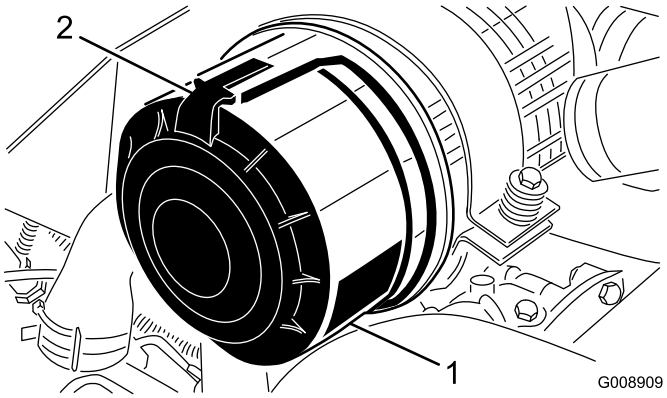

Figur 43
1. Lossa spärrhakarna som håller fast luftrenarkåpan på luftrenarhuset (Figur 43).